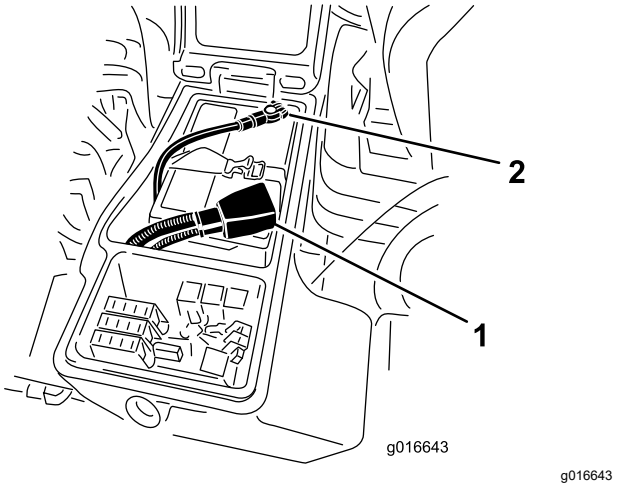

Рисунок 95
6. Подсоедините положительный кабель (красный) к положительной клемме (+), а отрицательный кабель (черный) — к отрицательной (–) клемме аккумуляторной батареи(Рисунок 95).